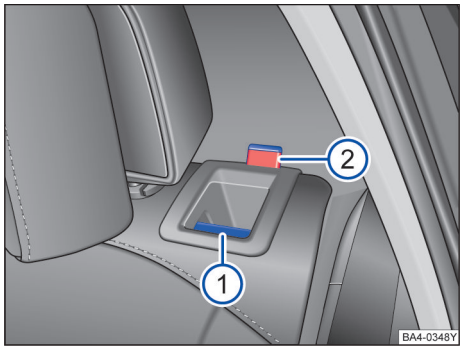

图 76 后排座椅靠背：分离按钮 ① ；红色标记 ②
– 向前拉分离按钮 →图 76①，同时前折靠背。
– 松开后排座椅靠背后应能看见按钮上的红色标记 ②。